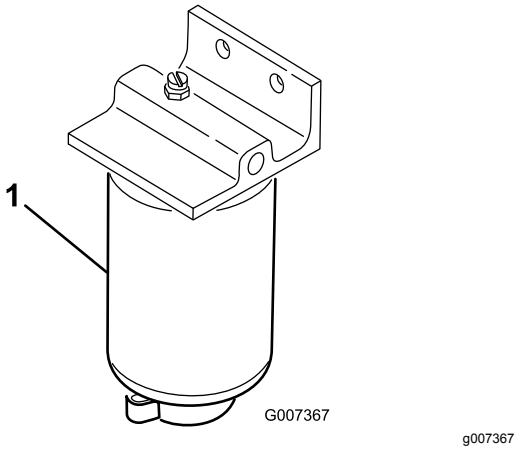

Figura 64
1. Coloque un recipiente limpio debajo del filtro de combustible (Figura 64).